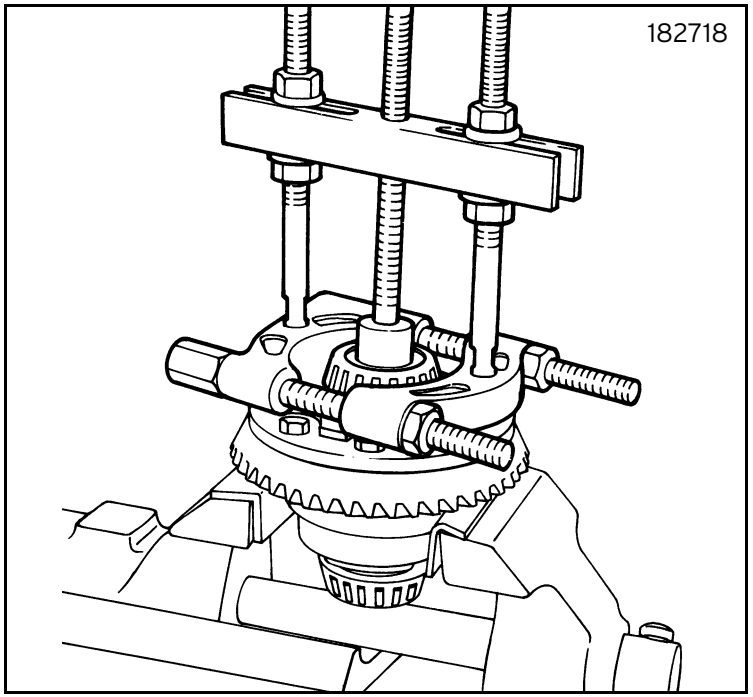

Fig. 18
- Use a suitable puller and place a shim in between to remove the roller bearing (figure 18). Repeat the operation on the other side.